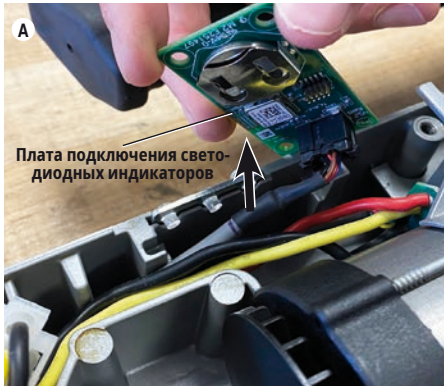
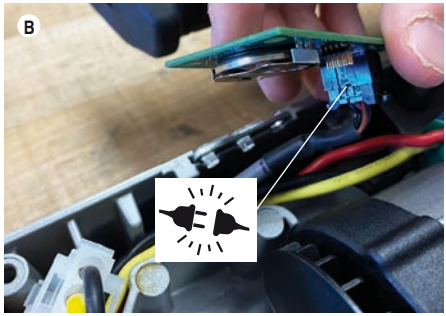

**Рисунок 3A — Подъем платы подключения светодиодных индикаторов**
**Рисунок 3B — Отсоединение платы подключения светодиодных индикаторов**
3. Поднимите плату подключения светодиодных индикаторов (см. рис. 3A), отсоедините разъем (*см. рис. 3B*) и выньте плату.